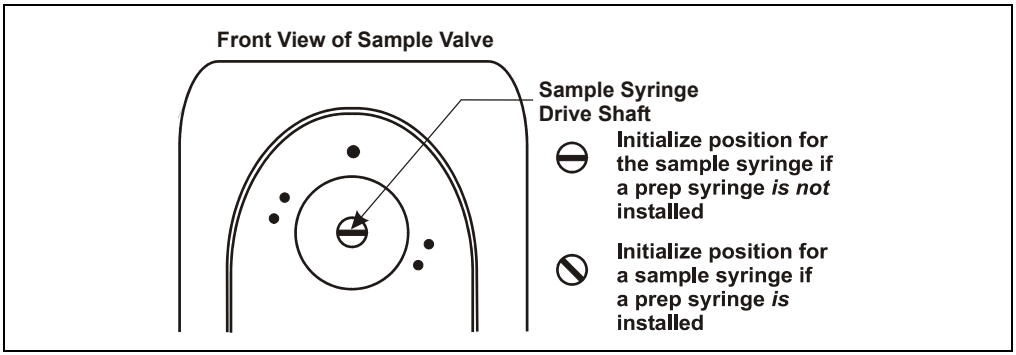

Figure 5-32. Sample Syringe Drive Shaft Initial Positions
3. When the valve is removed, the syringe drive shaft is visible (see Figure 5-32). When the syringe is in the **INITIALIZE** position (the position selected when the valve was removed), the slot in the drive shaft should be in the position shown in Figure 5-32. The position depends on whether a prep syringe is installed.